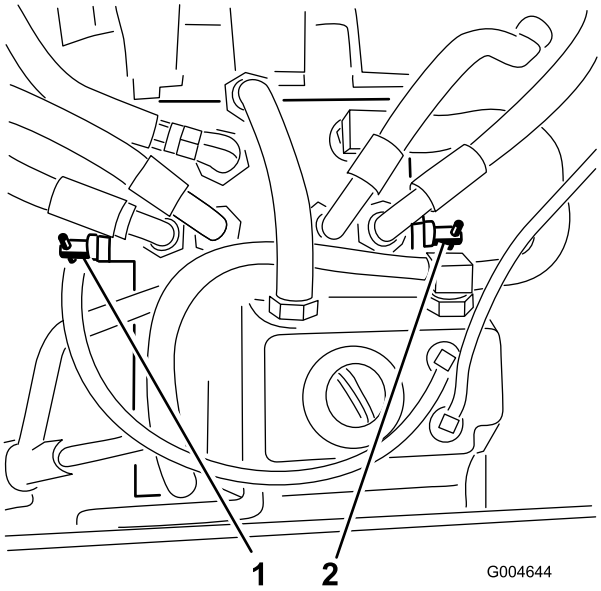

Figuur 28
3. Draai de omloopkleppen 1 slag naar links (Figuur 28).
Draai de omloopkleppen 1 slag naar rechts en draai ze met de hand vast (Figuur 28).